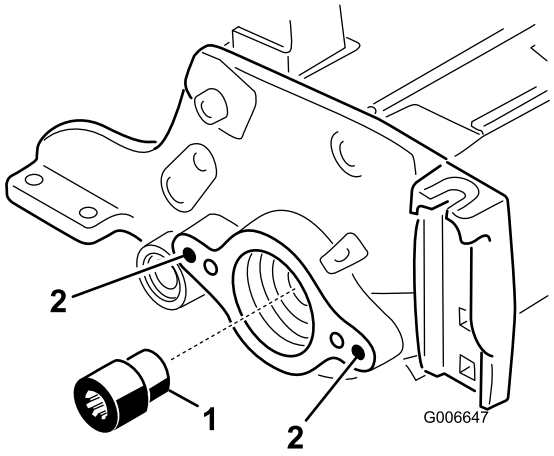

Figure 22
19. Using the Reel Drive Shaft Tool, remove the splined insert from the reel motor end of the reel shaft (Figure 22). Use Reel drive shaft tool, Part No. TOR4074.
20. Install the new (longer) splined insert to the reel shaft (Figure 22). Apply blue Loctite to the threads of the insert prior to installation. Torque to 85-95 ft-lb (115-129 N-m).